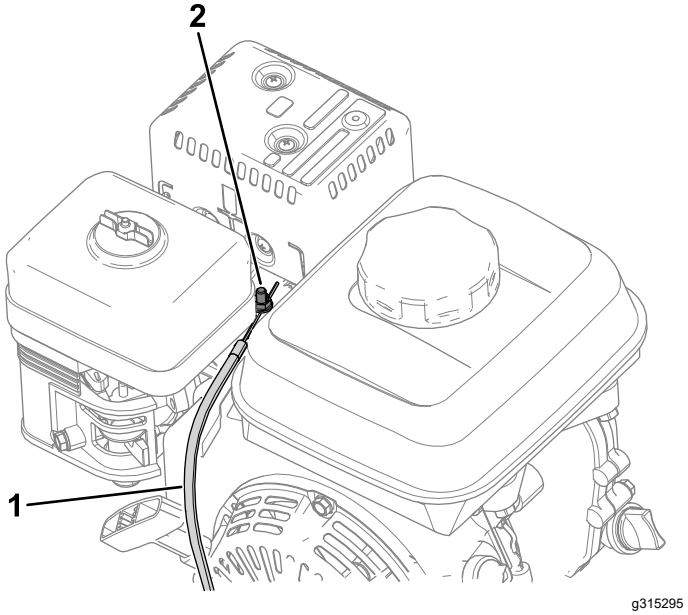

Figur 39
4. Løsne skruen på kabelrørklemmen (Figur 39).